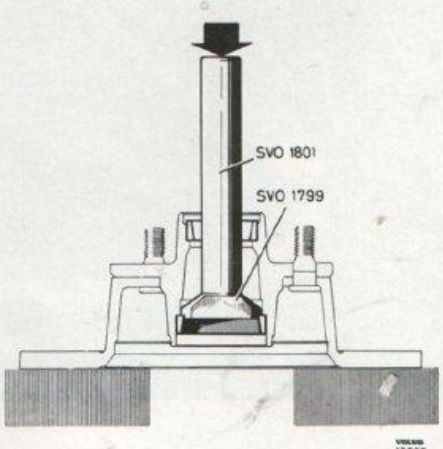
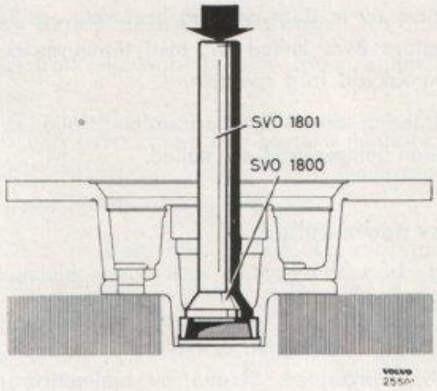

Bild 6-9. Demontering av inre lagerring
Bild 6-10. Demontering av yttre lagerring
5. Demontera lagerringarna. Använd för inre lagrets ring dorn SVO 1799 (bild 6-9) och för yttre lagrets ring dorn SVO 1800 (bild 6-10) jämte standardskaft SVO 1801.